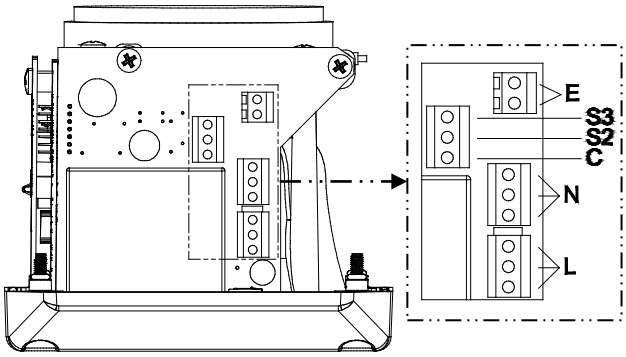
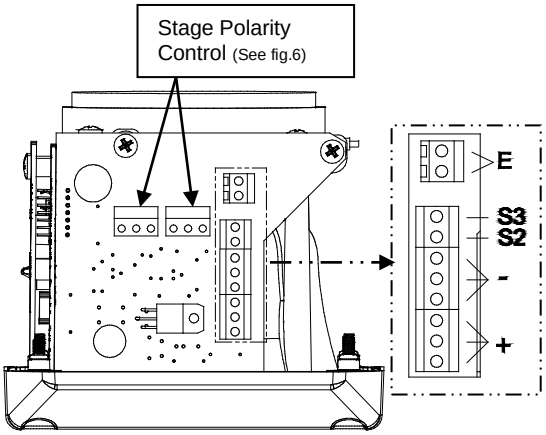

Fig. 5 AC Terminals
Fig. 8 DC Terminals
c) Fit an M20x1.5 suitably rated, certified cable gland or conduit entry into the hole in the enclosure and connect the field wiring to the appropriate alarm horn terminals as shown in section 9 and fig 8 (DC) or section 8 fig 5 (AC) of this manual. The power supply terminals are duplicated so that alarm horns may be connected in parallel and for DC units only an end of line monitoring resistor may be fitted. If the second M20x1.5 entry is not used a suitably rated, certified stopping plug must always be fitted.
Stage one (S1) operation: Simply connect the supply voltage to the L and N supply terminals, (see fig. 5).
Stage one (S1) operation: Simply connect the supply voltage to the + and - supply terminals, (see fig. 8).
Internal earthing connections should be made to the internal earth terminal on the PCBA, (please see fig 8 for DC, fig 5 for AC). The earth conductor should be at least equal in size and rating to the incoming power conductors. The internal earth bonding wire connects the PCBA earth terminal to the internal earth terminal in the enclosure back box.